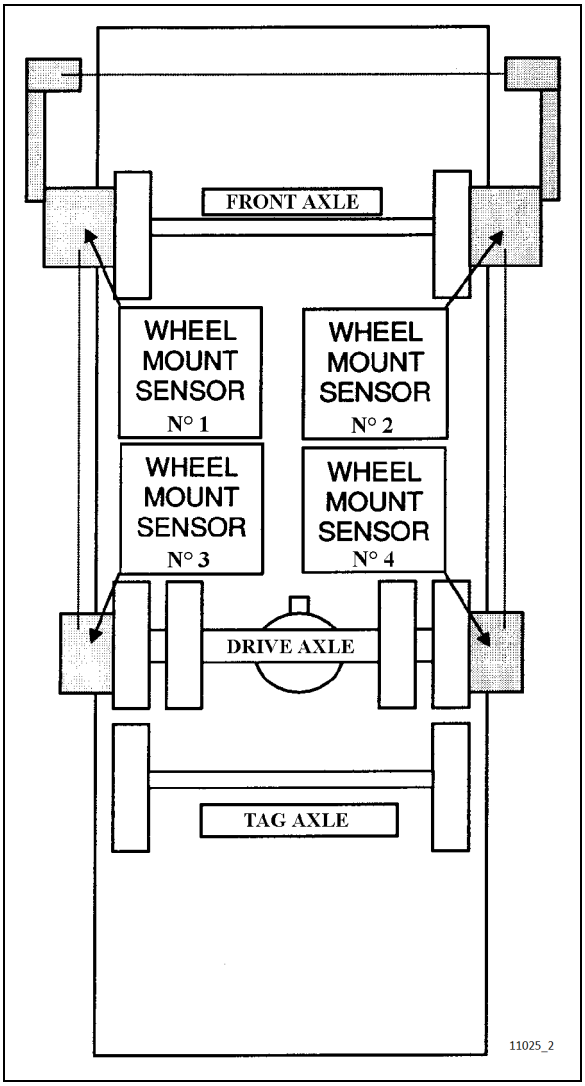

**FIGURE 7: FRONT & DRIVE AXLE ALIGNMENT 11025**
3. Install wheel mount sensors on front and drive axles (Figure 7).
| *See reference numbers on wheel mount sensors (*Figure 7*).* |
With the system installed as for front axle alignment (Figure 7), adjust drive axle according to specifications chart below. Use static wheel alignment systems which work with angle measurements only, such as Josam or Hunter systems. Static alignment specifications are listed in the following tables: